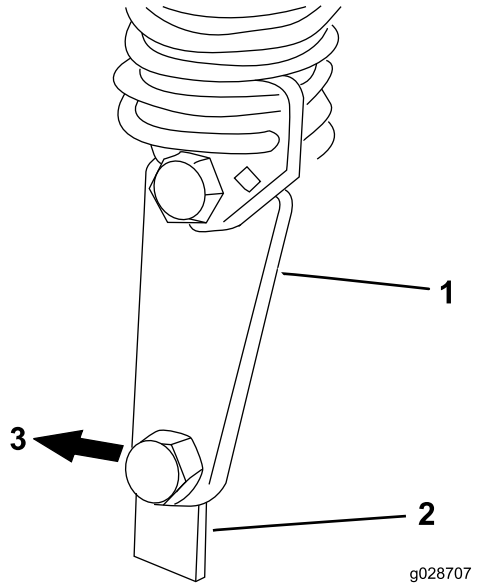

図 16
7. エンジンを始動してフレームを上昇させる。カウンタバランス・スプリングのニーリンクを、刈り込みデッキのスプリングブラケットに取り付ける先ほど外したショルダボルトとロックナットを使用する図 16。